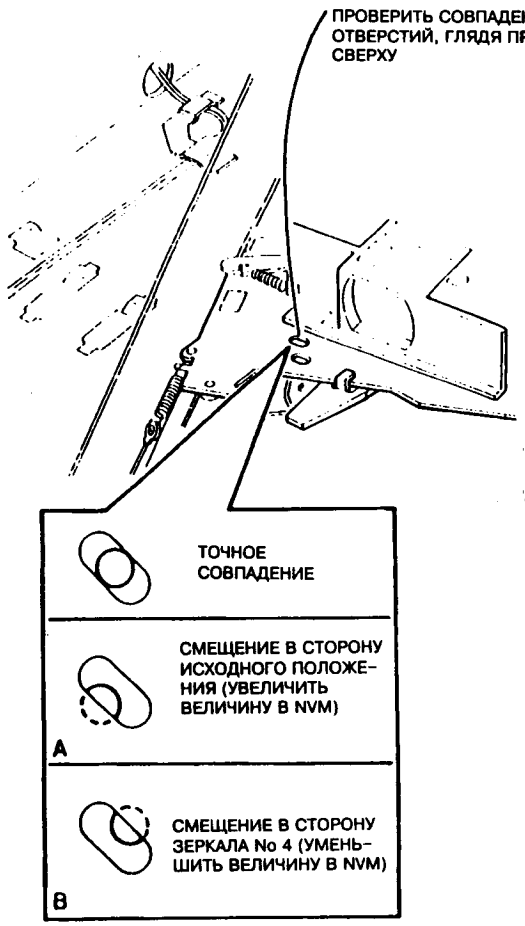

Рис.1 Установка каретки объектива
4. **(Рис.1)** Визуально проверить совпадение отверстия **в каретке** объектива с соответствующим отверстием **в раме** машины, смотря вниз прямо над отверстиями. Если они точно совпадают, перейти к шагу **5. Если** отверстия совпадают не точно, выполнить **регулировку масштаба А.**